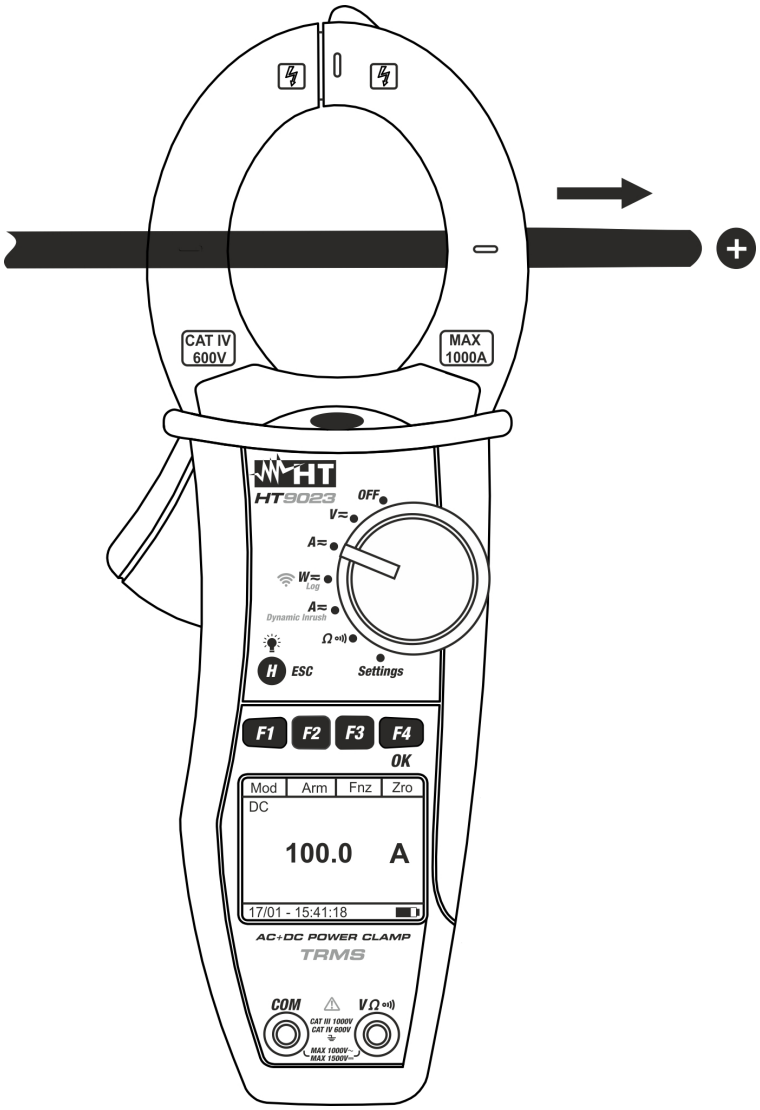

Fig. 9 : Mesure de Courant CC
5. Insérer le câble au centre des pinces afin d'obtenir des mesures précises (voir Fig. 9). Utiliser les marques en guise de référence (voir Fig. 2)